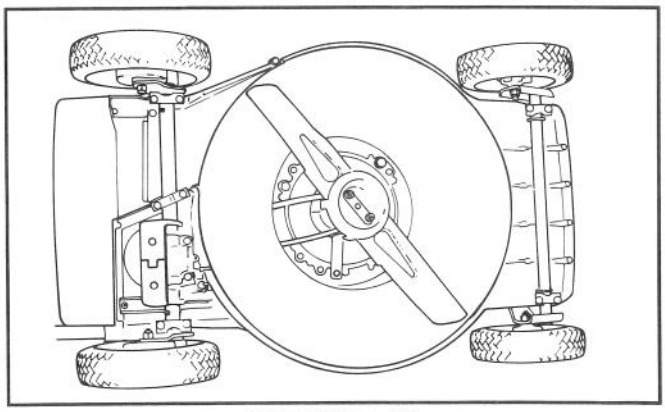

Afbeelding 29
2. Leg de maaier op zijn linker zijde (Afb. 29). Pas op dat het mes niet draait. Dit kan tot problemen bij het starten leiden.